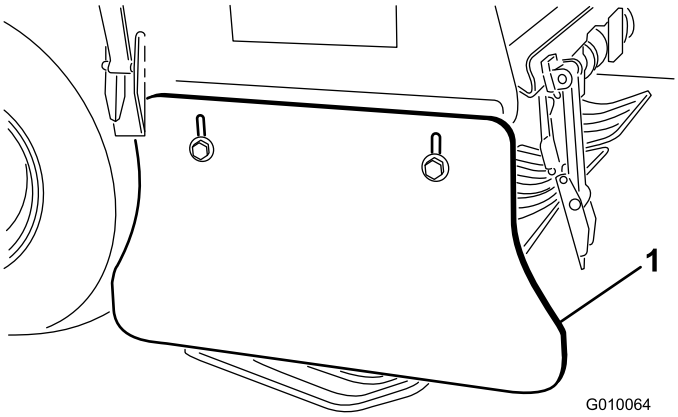

Figur 63
1. Løsne boltene og mutterne som fester sidebeskyttelsen til rammen (Figur 63).